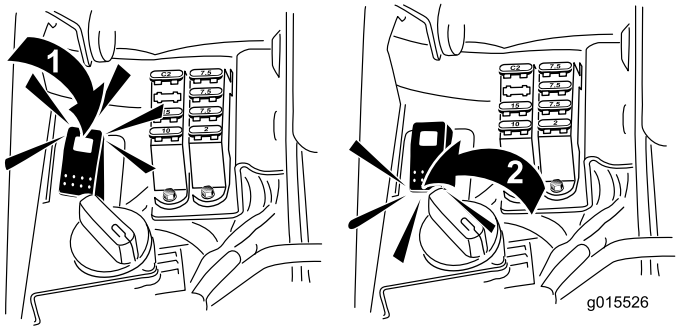

Figur 53
5. Vrid slipningsbrytaren till bakåtläget (R) (Figur 53).